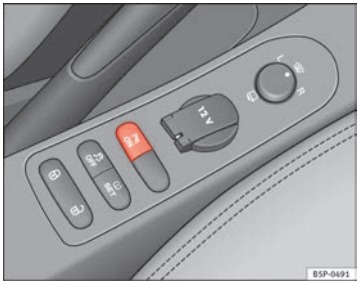

Fig. 151 Centre console: Switch for parking aid
– Press the switch P on the centre console ⇒ Fig. 151 or on the gear selector gate. You will hear a brief confirmation tone and the LED on the switch will light up.